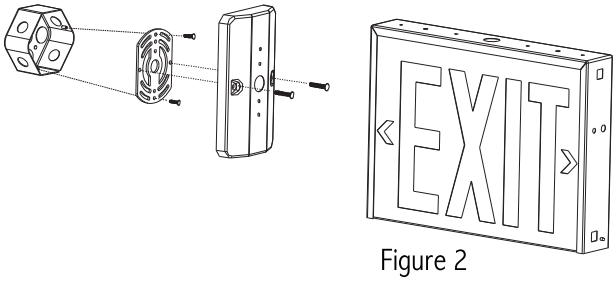

Figure 2
4. Determine if ROUND ADAPTER PLATE will be needed for proper orientation of the exit sign. If it is needed, install it now with the remaining (2) 1/2" lng 8-32 screws (as shown in Figure 2).
5. Mount sign to the J-Box using the (2) 1-1/2" long 8-32 screws (Figure 2), aking sure to route the AC SUPPLY wires into the fixture. Use the included 20" jumper wires if needed for this step.